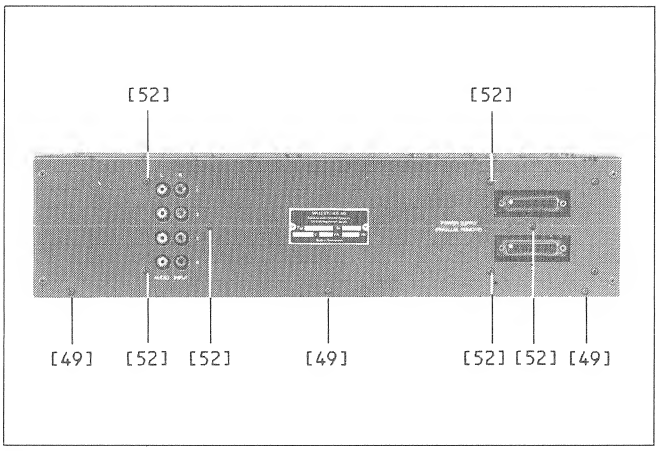

Fig. 2.15
-> fig. 2.15 / fig. 2.16
-> fig. 2.15